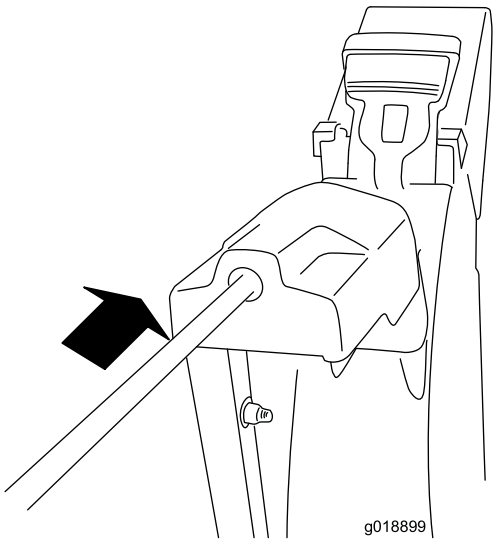

Figur 10
2. Sæt stangens forende ind i åbningen bag på sliskegeardækslet, indtil den går ind i sliskegearet (Figur 10).